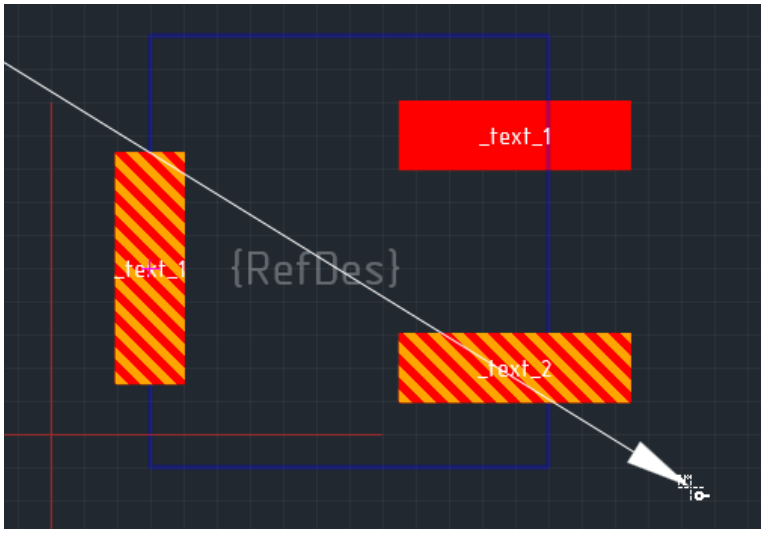

Рис. 195. Линия перенумерации
2. Курсор переводится в рабочую область и задается линия перенумерации: для этого в выбранной точке зажимается левая кнопка мыши и курсор перемещается в другую точку, между ними проводится линия, см. Рис. 195.